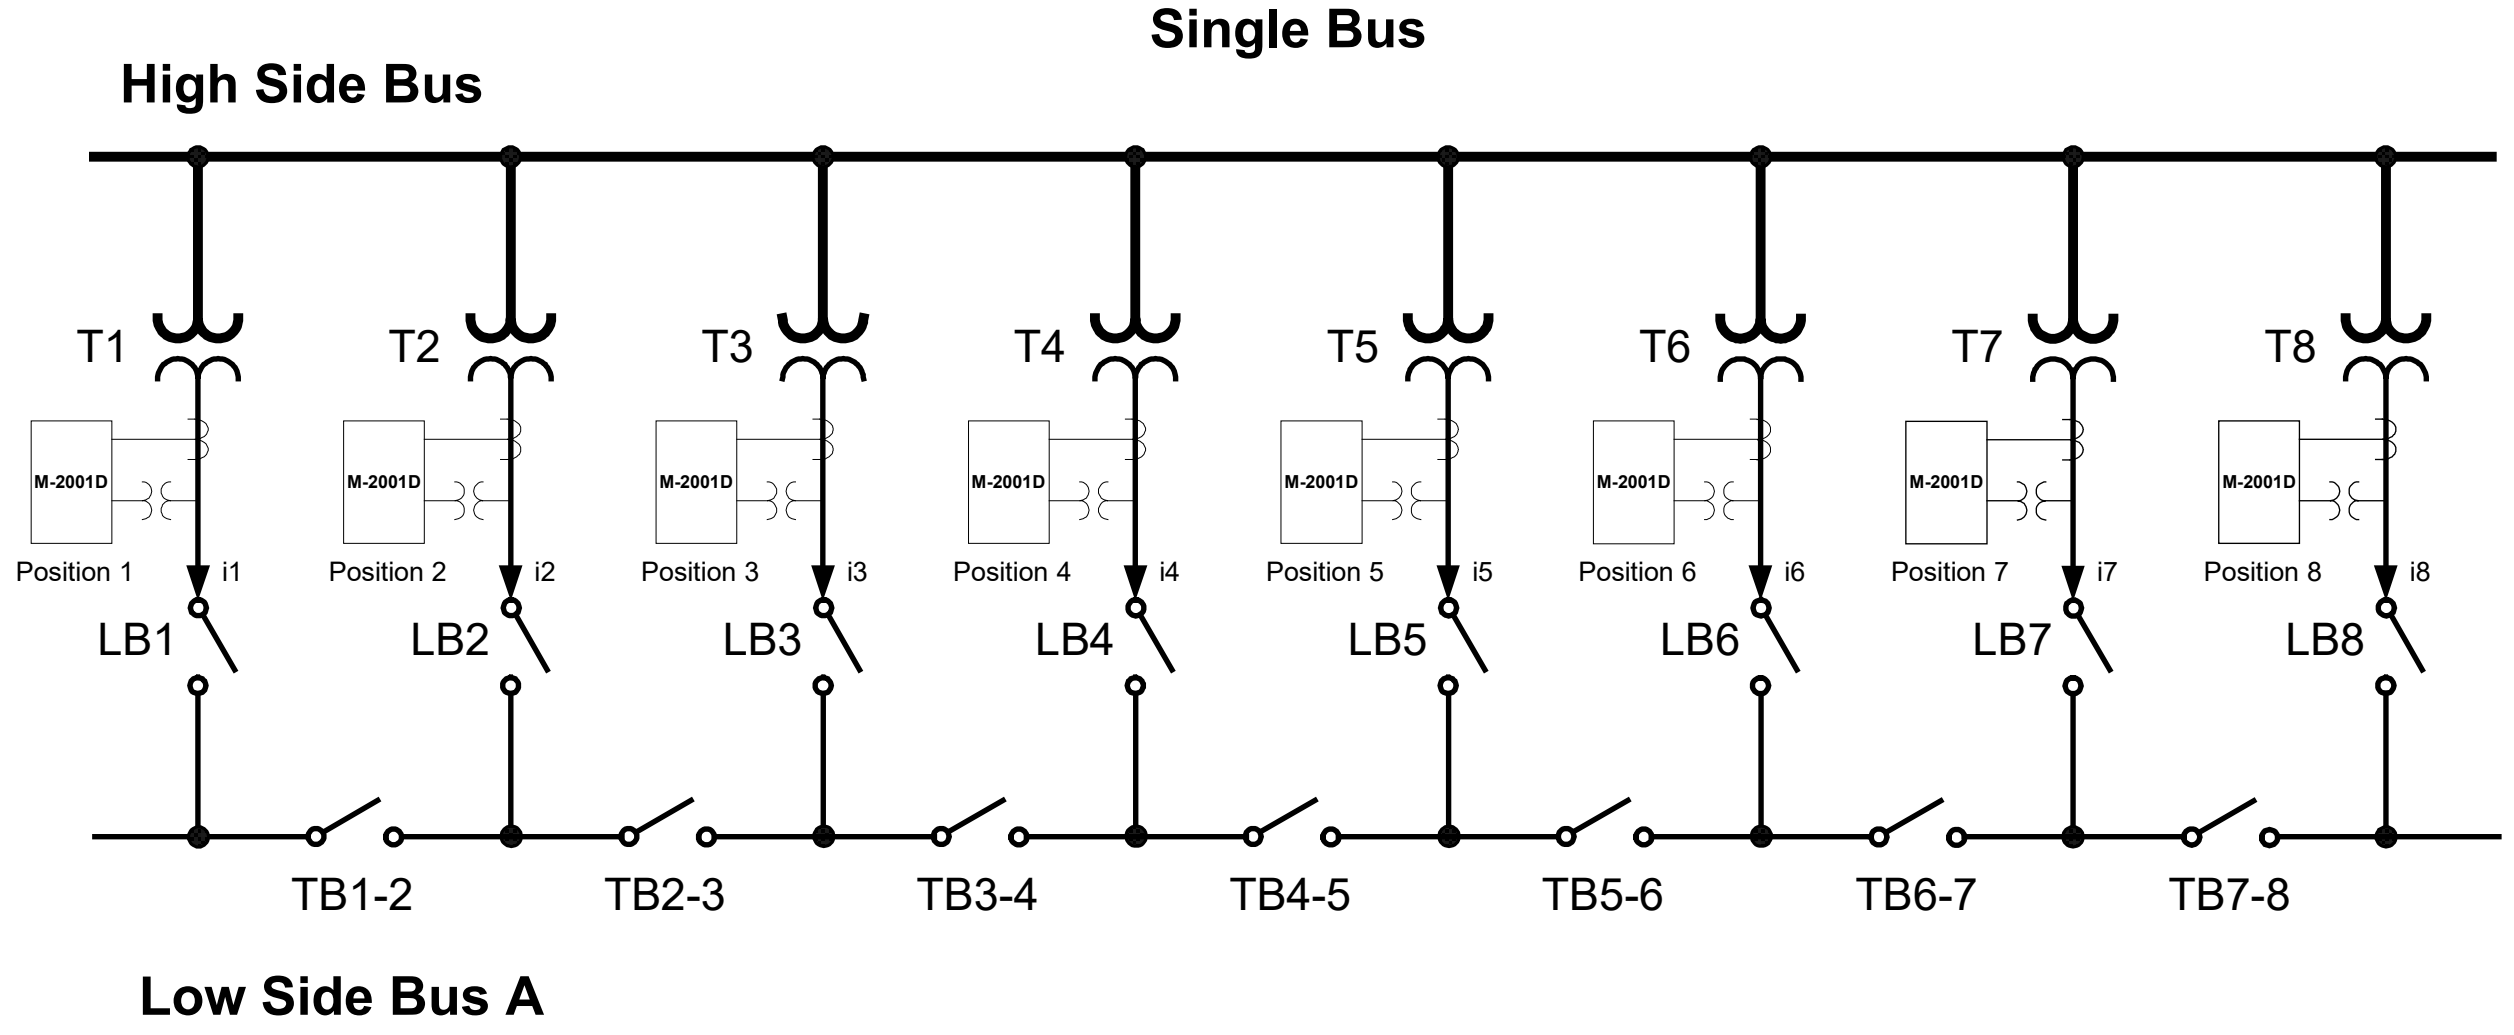
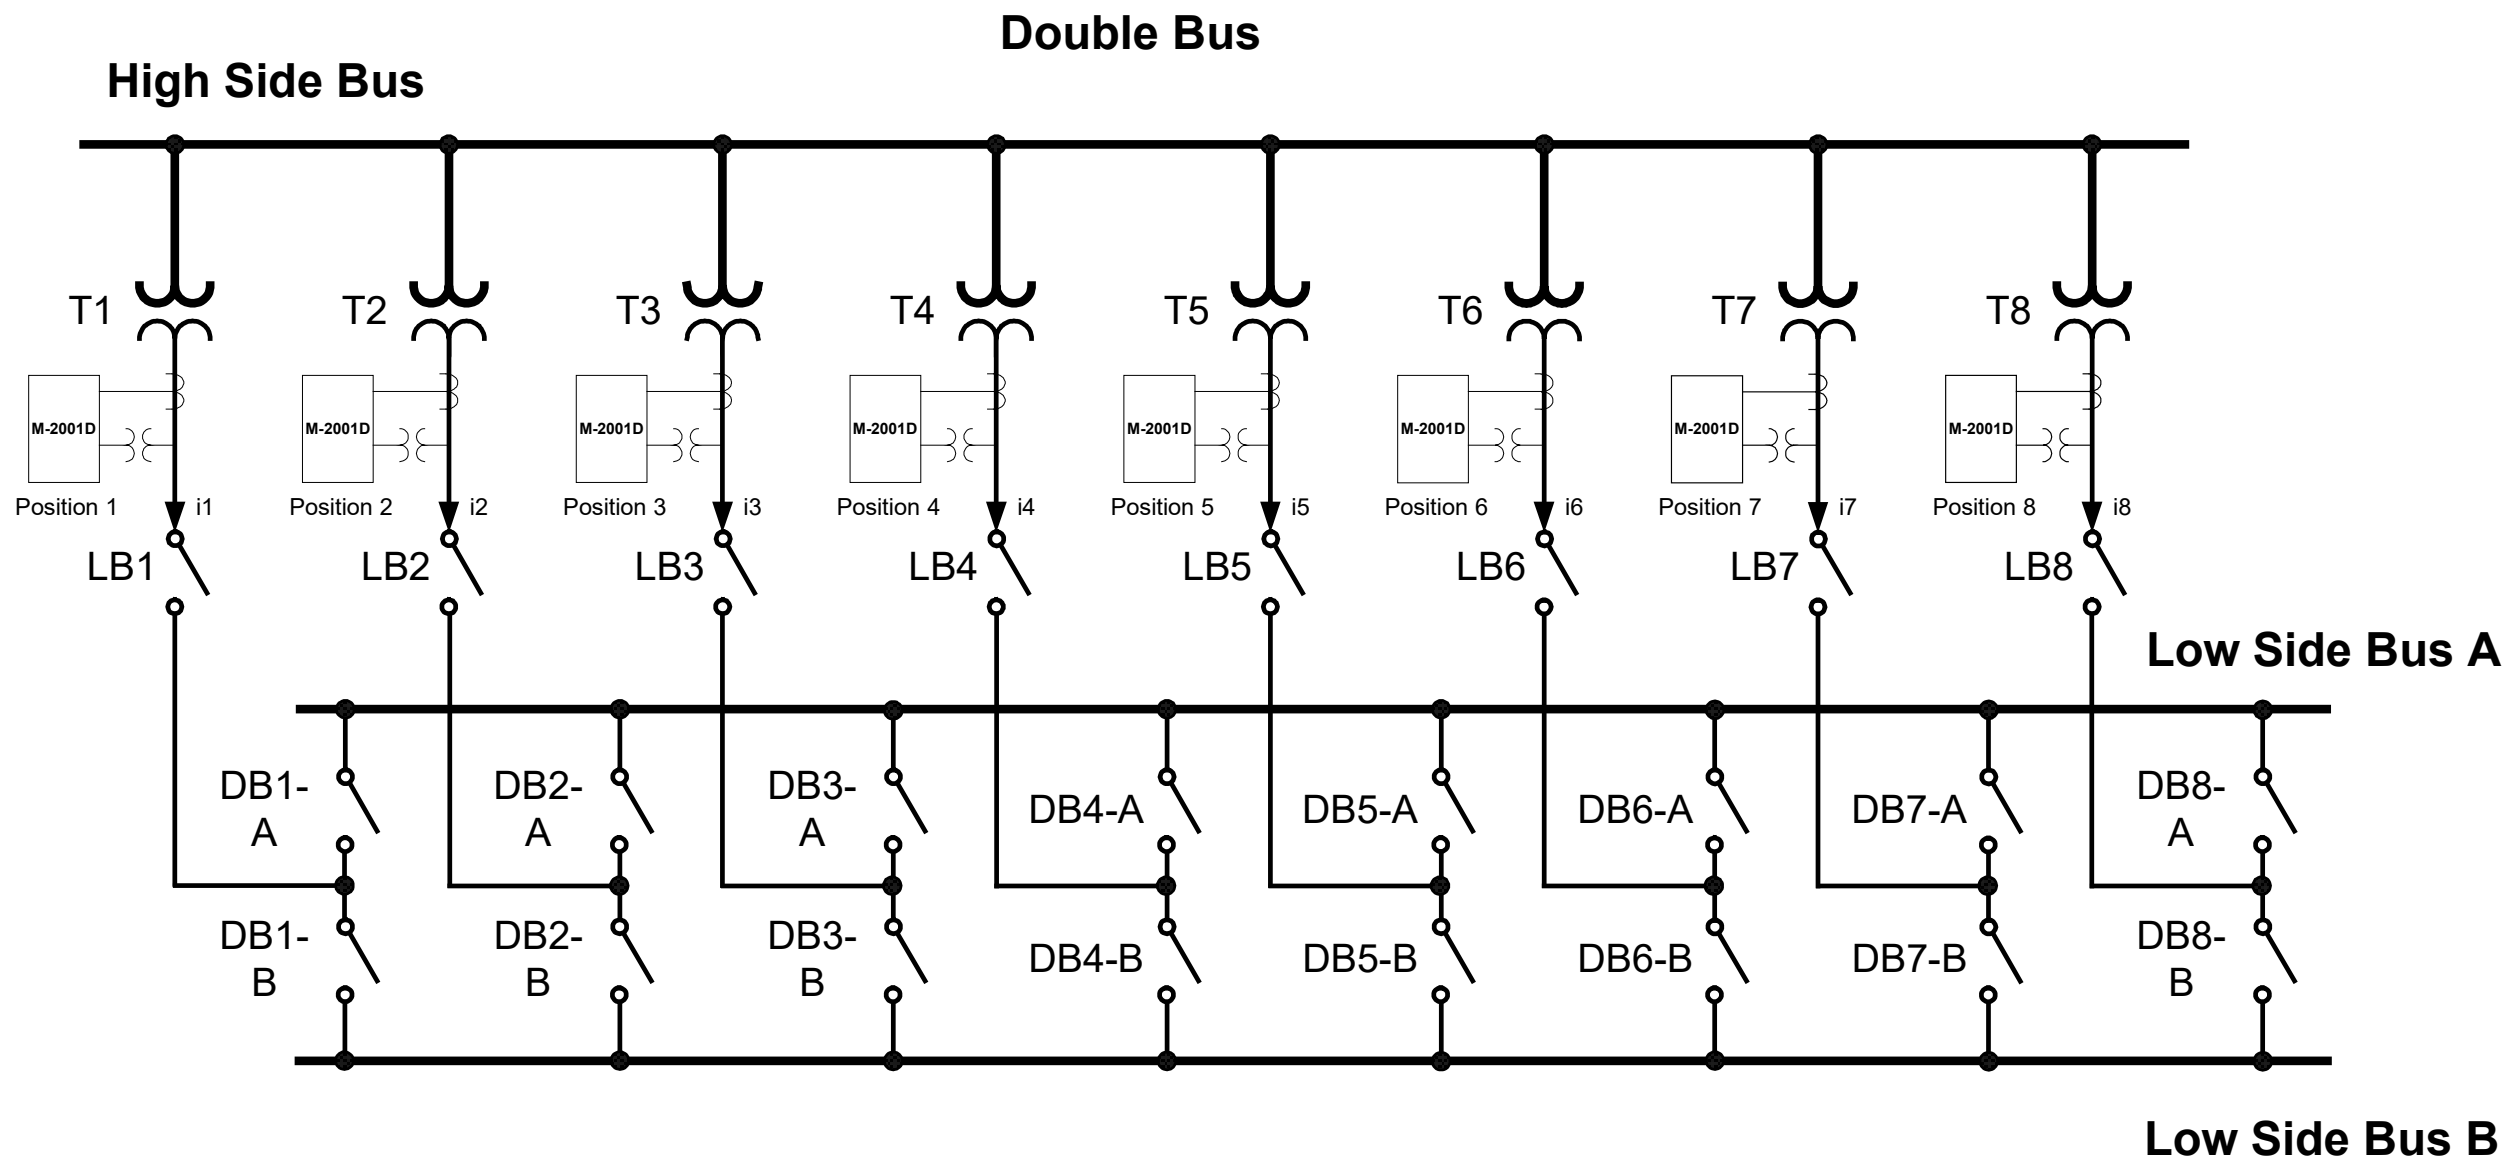

Figure 9 Single Bus Breaker/Control Network Map
Figure 11 Double Bus Breaker/Control Network Map
The Delta VAr Peer to Peer Paralleling settings for each control must meet the criteria described below based on the Bus Topology. It is recommended that the user create a Control Network Map of the proposed Delta VAr Peer to Peer Paralleling scheme similar to those presented in Figure 9 through Figure 11.
- The Initiator in the initial setup of the network must always be at the highest position in the Control Network Map. For example, Position 8, Figure 9.
A Single Bus with eight transformers is shown in Figure 9. LB1 through LB8 are the Line Breakers and TB1-2 through TB7-8 are the Tie Breakers. The user is required to enter the position of each control in the network.
Figure 11 represents a Double Bus with eight transformers. LB1 through LB8 are the Line Breakers. DB1-A through DB8-A and DB1-B through DB8-B are Double Bus Breakers, which connect the transformer to either the Low Side Bus A or Low Side Bus B, or both.
As illustrated in Figure 11, there are two Low Side buses which the transformer can drive. The user must enter the position of the control in the network. The left most control should be given position 1 and consecutively increment this number as the user moves towards the right most control. It is important to note that the user should activate the Position 8 control last, since this control is the Initiator, the one responsible to start any timing signal/messages.
This GOA determines the action that is taken by the control when it detects any Open Tie Breakers (Figure 9) in the network.
The following rules are applied to produce the Control Network Map (refer to Figure 9):